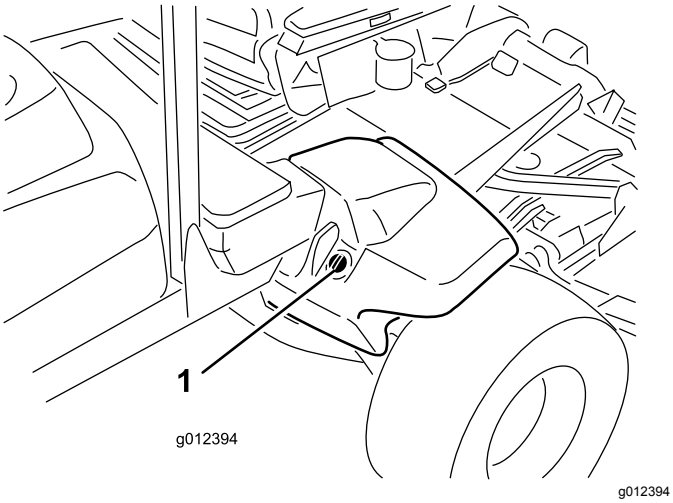

Rysunek 17
2. Oczyść okolicę szyjki wlewu i korka zbiornika hydraulicznego (Rysunek 17). Odkręć korek z szyjki wlewu.